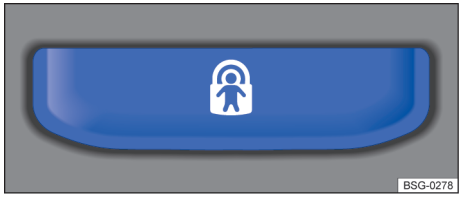

Fig. 57 Dans la porte du conducteur : touches de sécurité enfants électrique
1. *Activation :* appuyez sur la touche 🔒 → fig. 57.